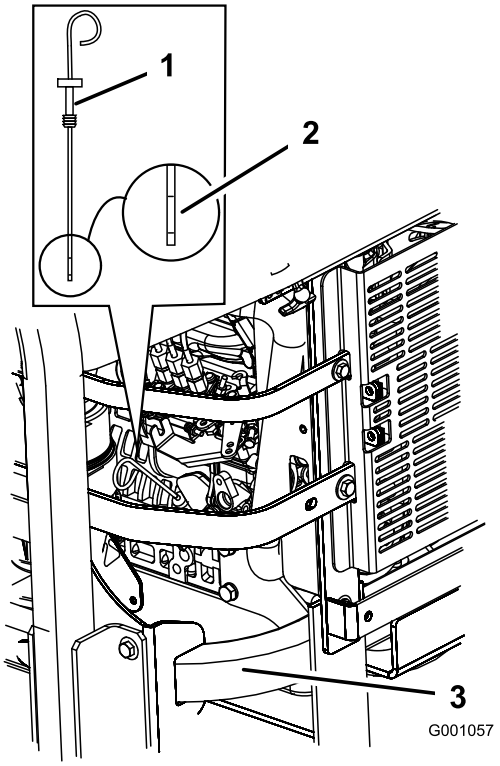

**Figur 35**
3. Rengør området omkring målepinden (Figur 35), så der ikke trænger snavs ned i hullet til målepinden, der kan beskadige motoren.
4. Træk målepinden ud, og aftør pindens metalende (Figur 35).
5. Før målepinden helt ind i påfyldningsrøret. Træk målepinden ud, og kig på pindens metalende (Figur 35). Hvis oliestanden er lav, skal der kun langsomt påfyldes så meget olie i påfyldningshullet, at oliestanden stiger til full-mærket.